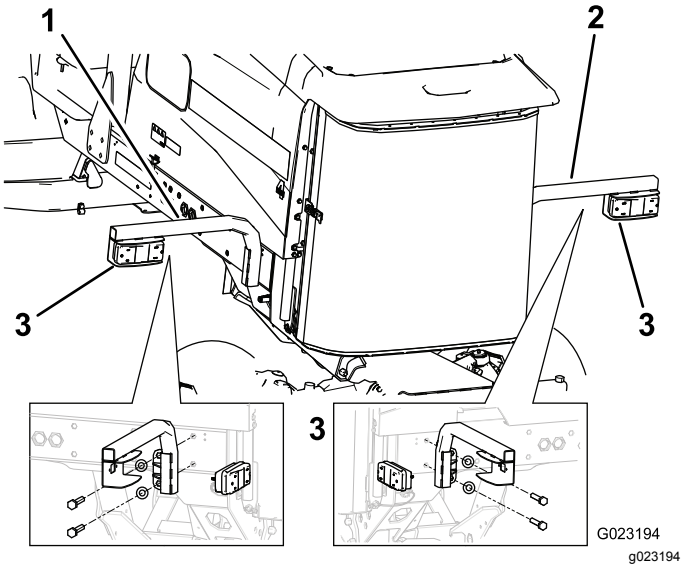

Figura 19
2. Prenda o suporte das luzes do lado esquerdo ao suporte e estrutura com dois parafusos (5/8 x 3 pol.), duas anilhas planas e duas porcas como se mostra na (Figura 19).
3. Monte a lâmpada traseira ao suporte das luzes com os parafusos e porcas incluídos com a luz (Figura 19).
5. Prenda o suporte das luzes do lado direito à estrutura com dois parafusos (5/8 x 3 pol.) e duas anilhas planas (Figura 19).